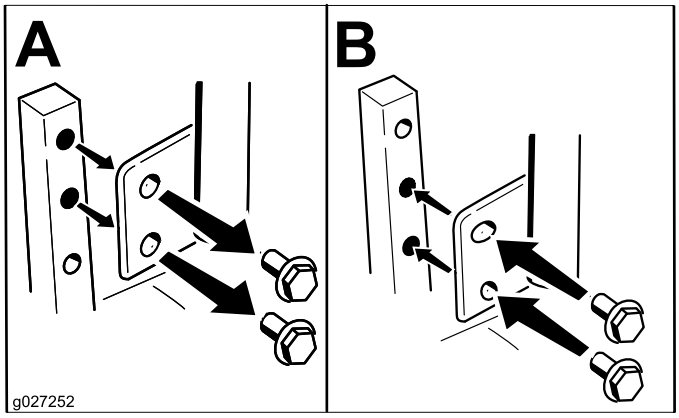

Figuur 20
De rijhendels kunnen hoger of lager worden gesteld volgens de wensen van de bestuurder (Figuur 20).
2. Draai de onderste bout los totdat u de rijhendel naar voren of naar achteren kunt bewegen (Figuur 20).